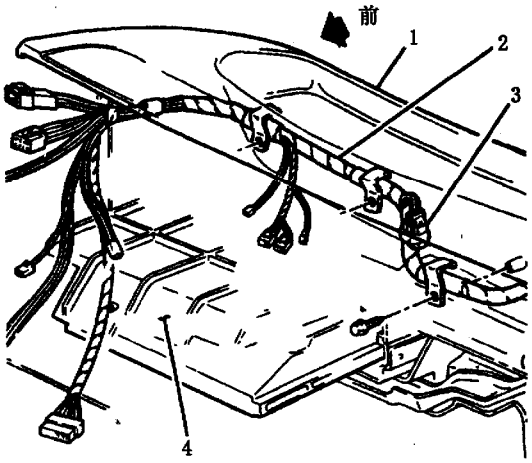

图 5－23　ABS 指示灯驱动模块
(1) 拆下蓄电池负极搭铁线。
(2) 拆卸右吸声板。
(3) 将手套箱向外拉到底。
(4) ABS 指示灯驱动模块用胶带捆在仪表板线束上（见图 5－23）。插接器为浅绿色。